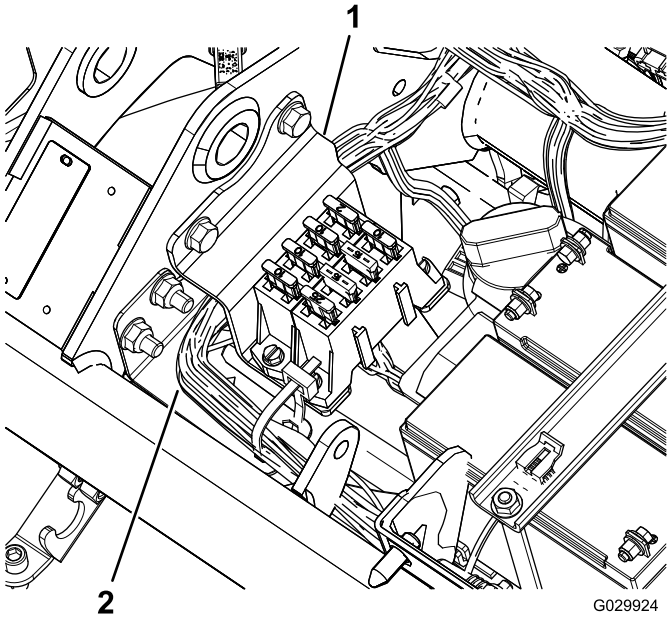

Figur 9
22. Monter sikringsblokken, idet du fører ledningsnettet bag beslaget (Figur 9).